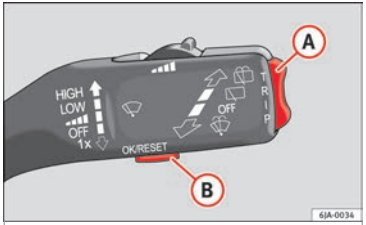
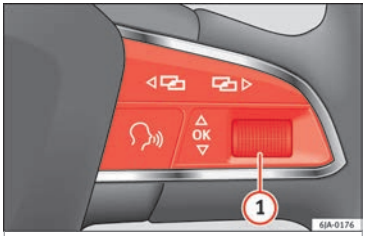

Fig. 27 Multifunction display: controls.
Fig. 28 Multifunction steering wheel: controls.
- briefly pressing the Ⓑ button on the lever ››› Fig. 27 ››› page 40, *or by*
- briefly pressing the right-hand thumbwheel on the multifunction steering wheel **OK** ① ››› Fig. 28.
The button to change the functions (A) ››› **Fig. 27** and the button to delete the memory (B) are located on the window wiper lever.
– Briefly press switch (B) ››› **Fig. 27** on the lever.
– Briefly press the right-hand thumbwheel on the multifunction steering wheel **OK** (1) ››› **Fig. 28**.
– Briefly press the rocker switch (A) ››› **Fig. 27** up or down. This displays the multifunction display functions in consecutive order on the screen.
– Turn the right-hand thumbwheel on the multifunction steering wheel (1) ››› **Fig. 28**. This displays the multifunction display functions in consecutive order on the screen.
– Keep switch (B) ››› **Fig. 27** on the lever pressed.
– Keep the right-hand thumbwheel on the multifunction steering wheel **OK** (1) ››› **Fig. 28** pressed.
At temperatures below +4 °C (+39°F), the snowflake symbol is also displayed (frozen road surface warning symbol) and an audible warning is given. When rocker switch (A) ››› **Fig. 27** on the lever is pressed or the right-hand thumbwheel (1) ››› **Fig. 28** is turned, the last function will be displayed.
– Press button (A) ››› Fig. 27 on the lever to select **Speed warning**.
– Press button (B) on the lever to activate the possibility of adjusting the speed limit.
– Press button (A) on the lever to select the desired speed limit, i.e. 50 km/h. The speed can be adjusted in steps of 5 km/h.
– Press button (B) on the lever to confirm the selected speed or wait several seconds until the adjustment is automatically stored.
– Turn the right-hand thumbwheel on the multifunction steering wheel (1) ››› Fig. 28 and select **Speed warning**.
– Press button (B) on the lever to set the current driving speed as the speed limit. If you want to change the speed limit, this will be regulated in 5 km/h (mph) intervals (i.e. the speed set at 47 km/h increases to 50 km/h or decreases to 45 km/h).
– Press button (B) on the lever once again to confirm the selected speed or wait several seconds until the adjustment is automatically stored.
– Press button (B) to reset the speed limit.
– Press the button, (B) again to activate the possibility of adjusting the speed limit.